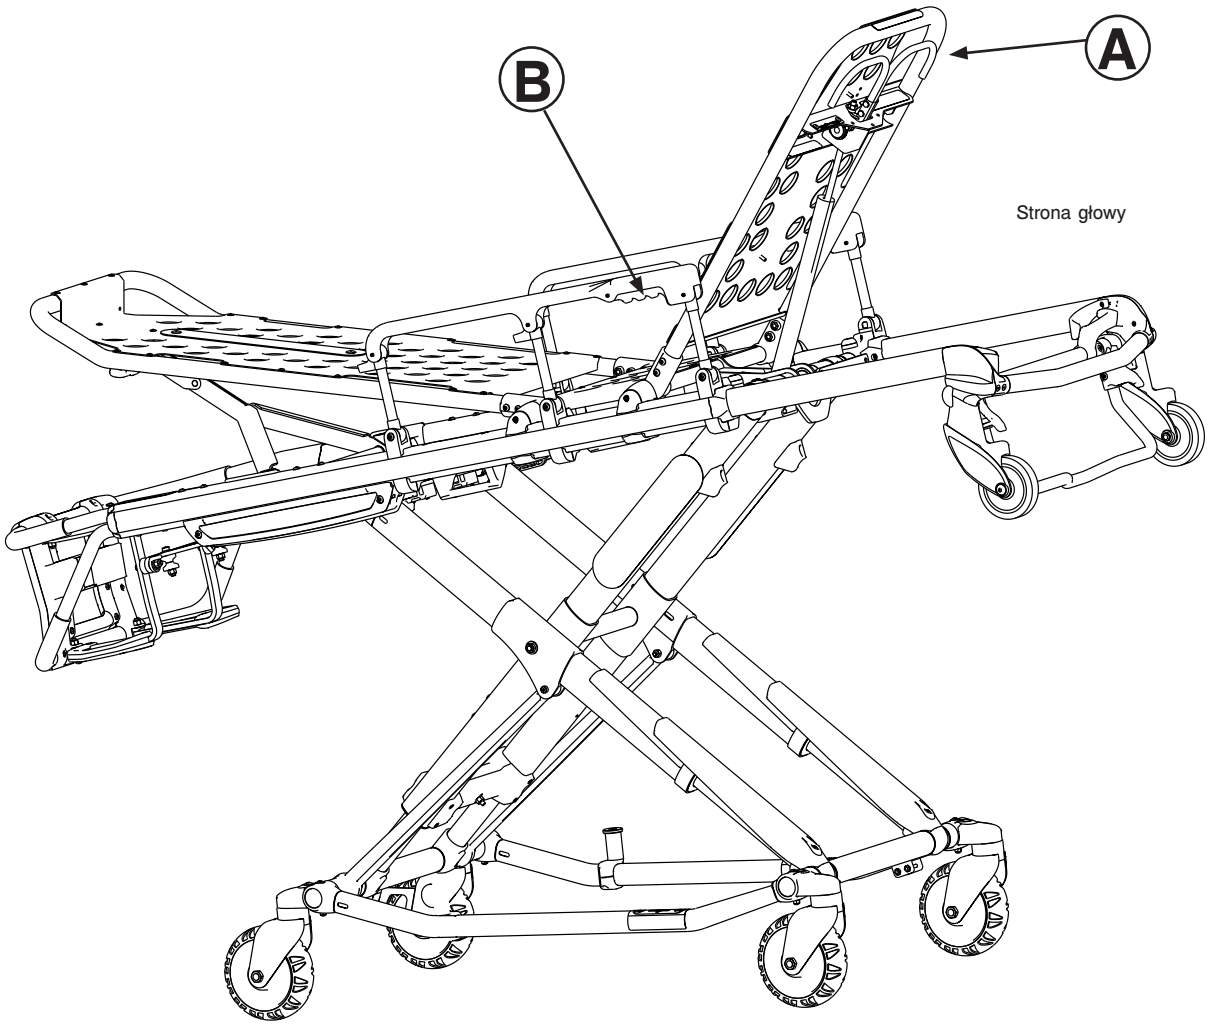

rys. 29
Przy podnoszeniu oparcia pleców na wymaganą wysokość ścisnąć uchwyt (A), jak pokazano na rys. 29, w celu uzyskania pneumatycznego wspomagania podnoszenia.
Aby podnieść poręcze boczne, jak pokazano na rys. 29, należy podnieść poręcz boczną, aż zapadka zatrzaśnie się i poręcz boczna zablokuje się na swoim miejscu.